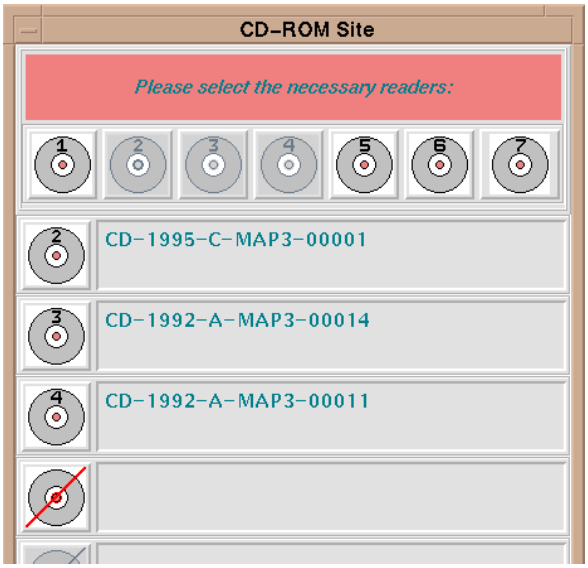

Fig. 82 — **CD-ROM Site Window**: titles listed for selected CD readers
4) Select *Scan Readers* (in the lower-left corner of the window); MMC will list the titles of the CDs on the selected readers (Fig. 82).